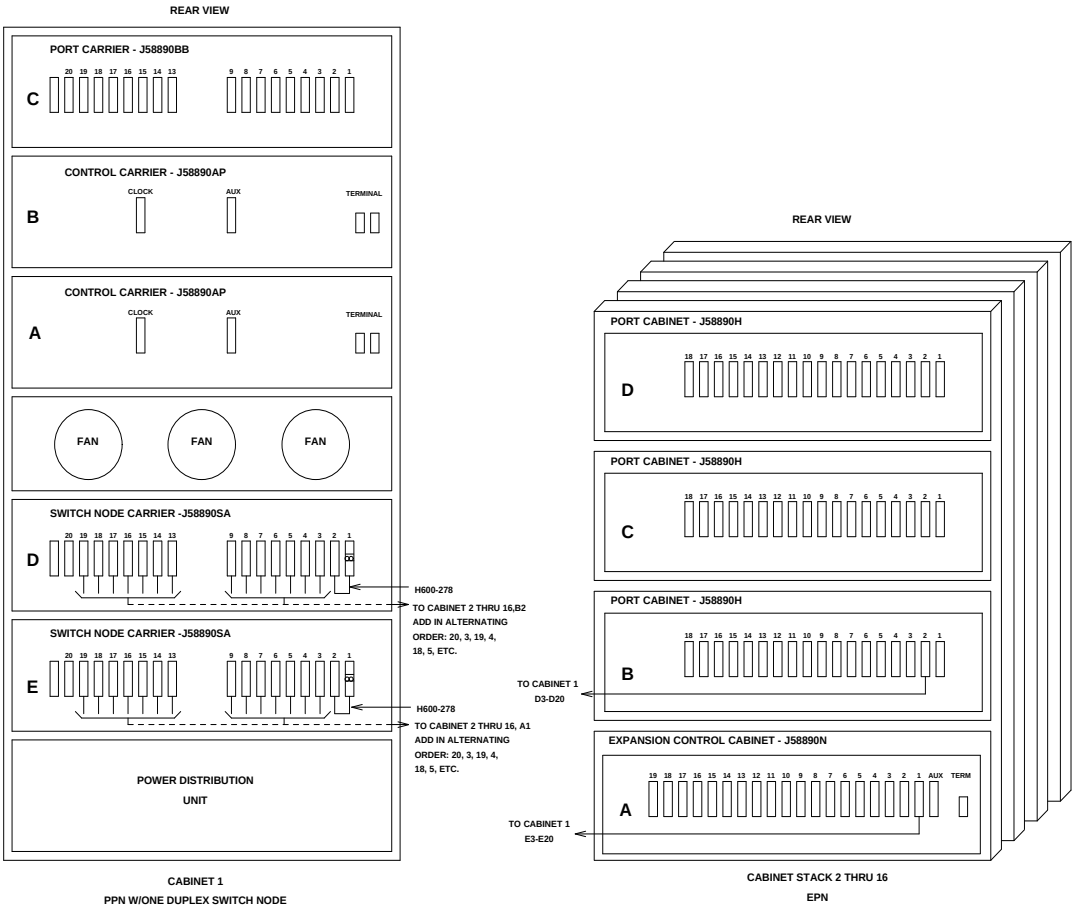

Figure 5-38. Fiber-Optic Connections through Center Stage Switch
1. Behind the PPN cabinet (see Figure 5-38):
2. Behind switch node carrier E of PPN cabinet 1 (see Figure 5-38):
4. Behind switch node carrier D of PPN cabinet 1 (see Figure 5-38):